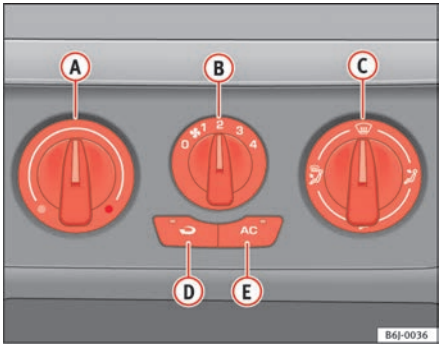

Fig. 90 Air conditioning controls on the instrument panel
– Disconnect the cooling system using button ⇒ fig. 90 AC (the button light turns off).
– Turn the temperature selector (A) to set the desired temperature inside the vehicle.
– Set the air distribution control (C) to the air flow configuration desired: (towards the windscreen), (towards the chest), (towards the footwell) and (towards the windscreen and footwell areas).
When air recirculation mode is switched on (button ⇒ page 119, fig. 90 with warning lamp) strong odours in the outside air do not enter the vehicle interior, for example when passing through a tunnel or in a traffic jam.